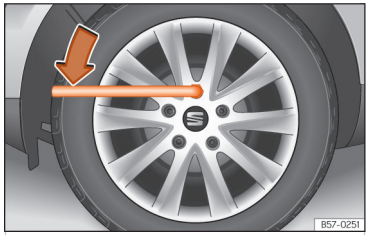

Abb. 195 Radwechsel: Radschrauben lockern.
- Radschlüssel bis zum Anschlag auf die Radschraube schieben ››› (Abb. 195).